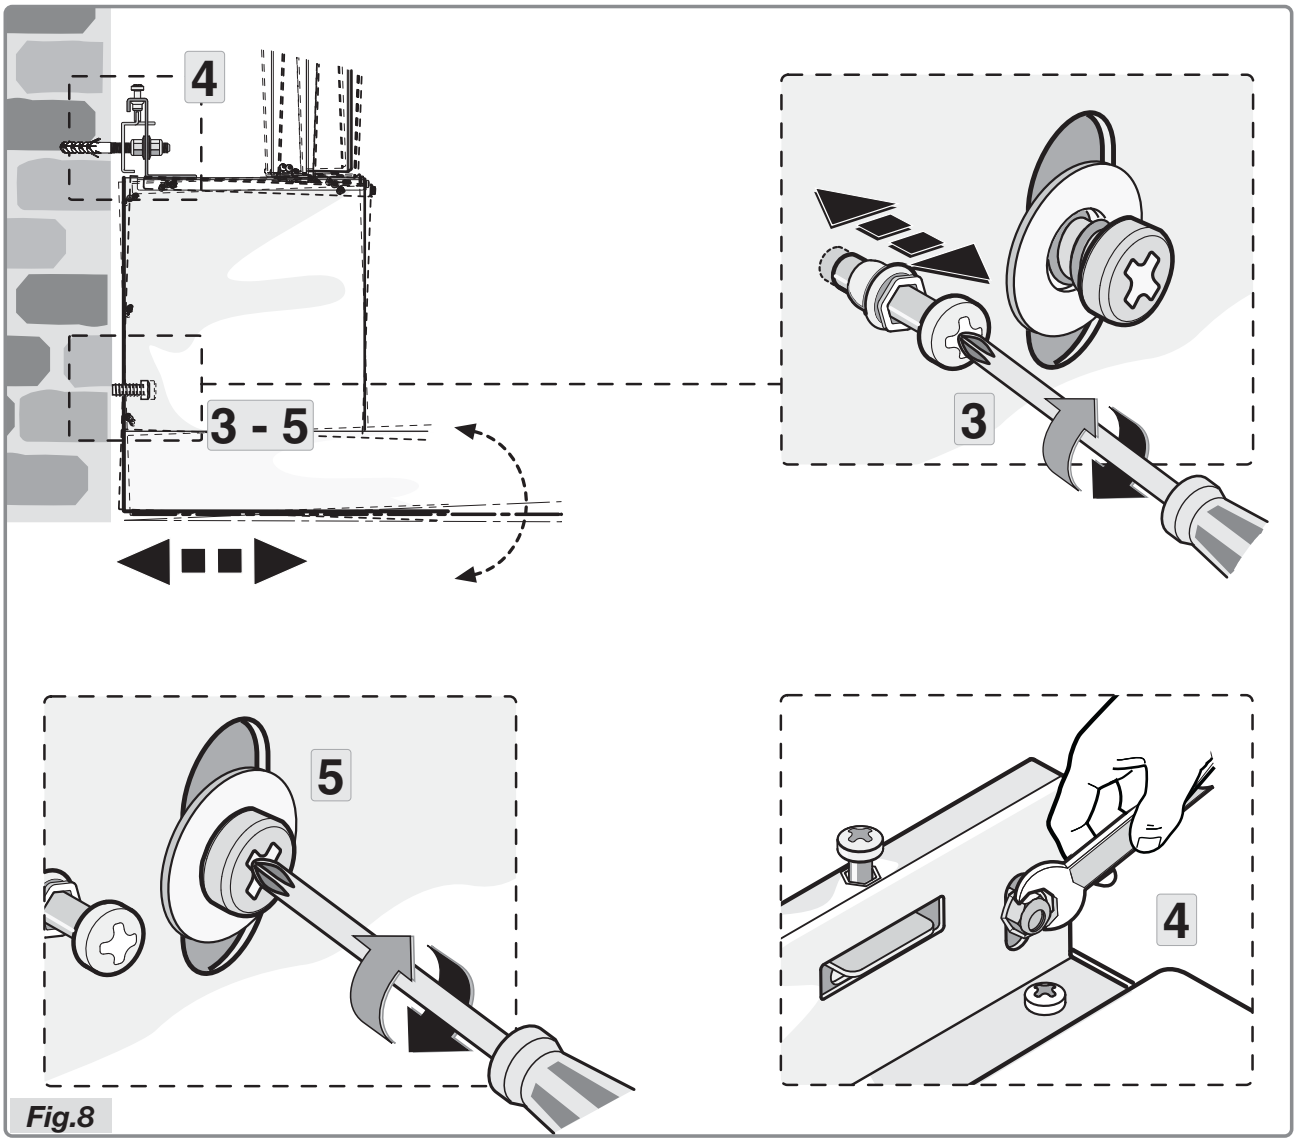

Fig.8
- Aligner l'appareil dans le sens horizontal, en réglant les deux vis de nivellement près des trous de sécurité (Fig.8 phase 3).
- Après avoir nivelé la hotte, serrer complètement les vis de la manière indiquée sur la figure 8 phase 4, ainsi que les vis de sécurité (Fig.8 phase 5).